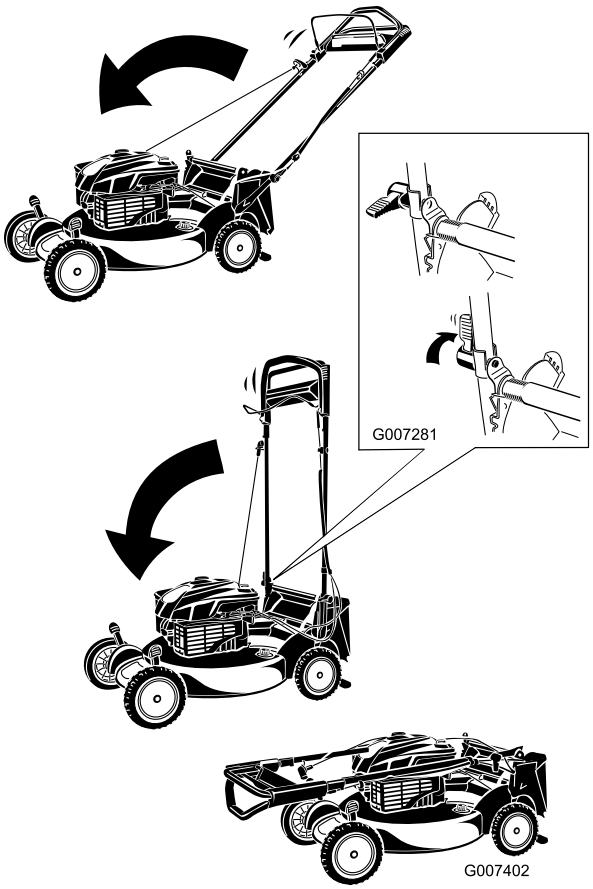

Figur 43
1. Roter håndtaket forover (Figur 43).